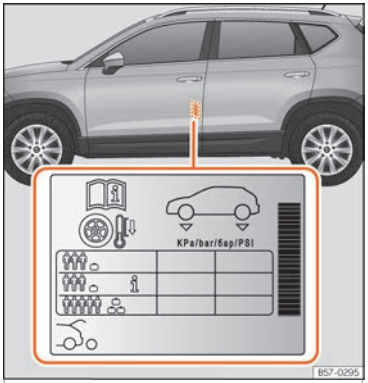

Abb. 317 Einbauort des Aufklebers für den Reifenfülldruck.
- Passen Sie bei größerer Zuladung den Reifendruck entsprechend an ››› **Abb. 317**.
Die Angaben zum Reifendruck befinden sich auf einem Aufkleber an der B-Säule der Fahrertür ››› **Abb. 317**.
Je nach Fahrzeug kann der Reifenfülldruck auf halbe Last eingestellt werden, um den Fahrkomfort zu verbessern (Reifendruck **i** ››› **Abb. 317**). Beim Fahren mit Komfort-Reifendruck kann sich der Kraftstoffverbrauch leicht erhöhen.
Der Reifendruck muss der aktuellen Fahrzeugbeladung angepasst werden. Wenn das Fahrzeug voll beladen werden soll, muss der Reifenfülldruck entsprechend dem auf dem Reifenfülldruck-Aufkleber ››› **Abb. 317** angegebenen maximalen Wert erhöht werden.
Füllen Sie bei einem minimierten Notrad (125/70 R18) auf einen Druck von 4,2 bar, gemäß Angabe auf dem Aufkleber mit den Reifendruckwerten ››› **Abb. 317**.
- **Der Fahrer ist verantwortlich für den richtigen Reifenfülldruck an allen Reifen am Fahrzeug. Der empfohlene Reifenfülldruck befindet sich auf einem Aufkleber ››› Abb. 317.**
- **Immer den richtigen Reifenfülldruck am kalten Reifen einhalten, wie auf dem Aufkleber angegeben ››› Abb. 317.**